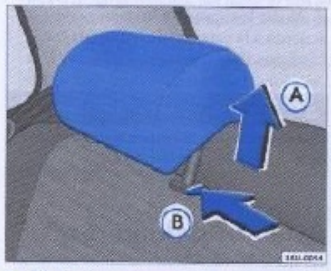

Fig. 78 Ajustar o remover los apoyos para cabeza traseros
– Desplace el apoyo para cabeza hacia arriba ⇒ fig. 78 Ⓐ, hasta alcanzar la posición de uso ⇒ página 100 ⇒ ⚠.
– Para volver el apoyo a la posición de reposo, presione la traba en el sentido de la flecha ⇒ fig. 78 Ⓑ y empújelo hacia abajo.
– Presione la traba en el sentido de la flecha ⇒ fig. 78 Ⓑ. Mantenga la traba presionada y, al mismo tiempo, tire del apoyo hacia afuera ⇒ ⚠.